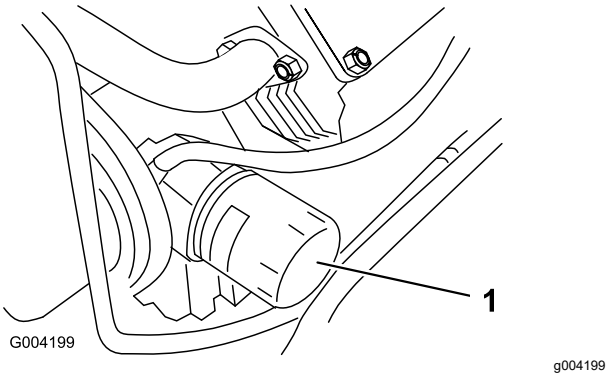

Figuur 38
4. Verwijder het oude filter (Figuur 38) en veeg het oppervlak van de pakking van het filtertussenstuk schoon.